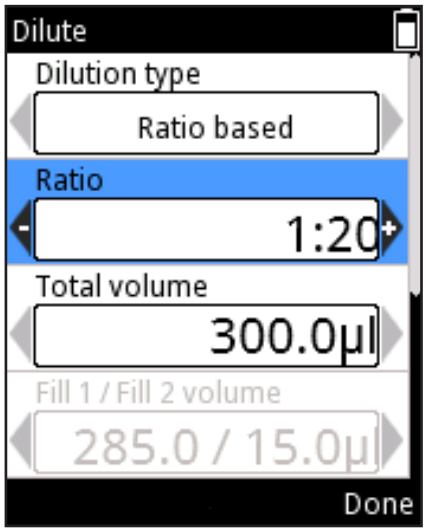

図 D28
1. スクロールして **率** を選択し、 、 を使って数値を変更します（図 D28）。